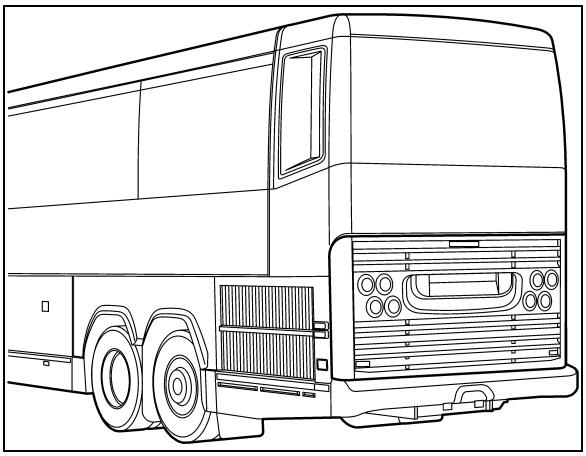

**FIGURE 19: ENGINE COMPARTMENT DOOR**
2. Open engine compartment door (Figure 19).